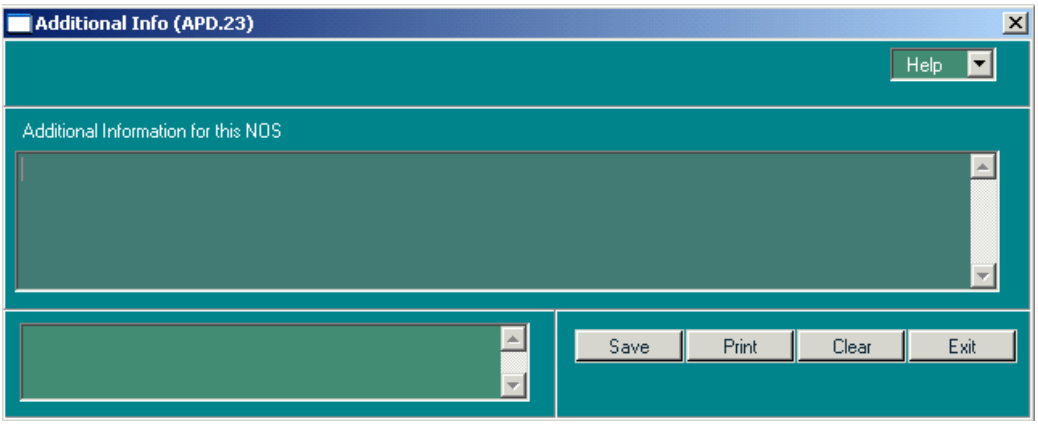

Figure 3-27: Additional Info (APD.23) Window
59. Click **NOS Info** to launch the *Additional Info (APD.23)* window (Figure 3-27) for any additional information regarding the NOS for this well. This option is only available if the well record was submitted electronically.